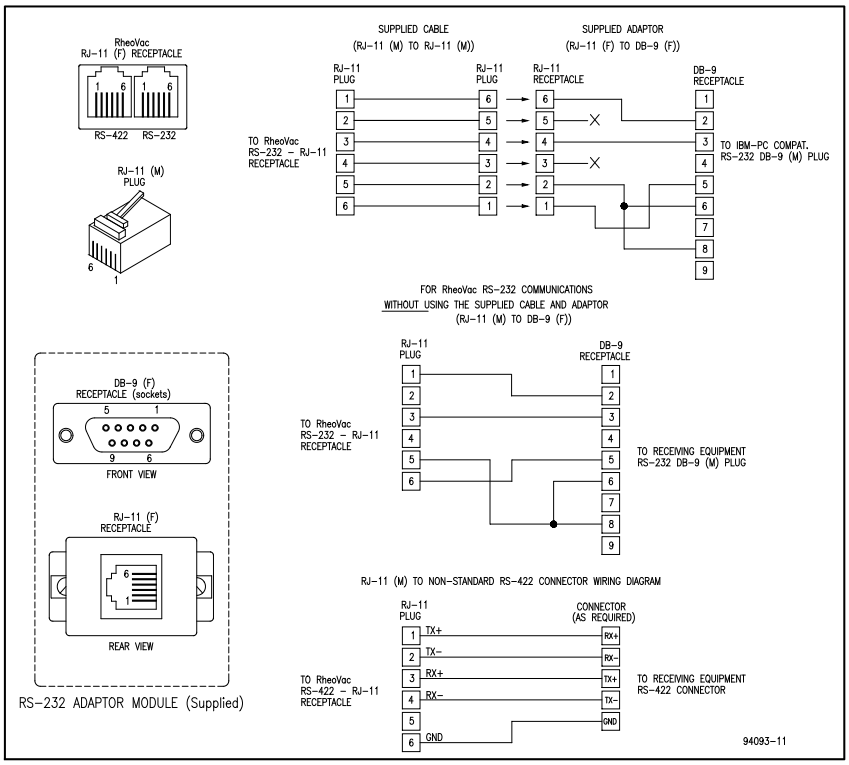

Figure 5: Serial communication interface
1. Transmitter(s) Power/COM: A DeviceNet 5711 cable is used all probe/sensor/4-20mA transmitters. The color code for this cable is: ***RS-485 communications***: white (A), blue (B) and shield (SH); ***power***: 24Vdc, red (+), and black (–).
4. Serial Communication: Connector JP3 on the CPU interface PWA (printed wiring board #08017-1) is the RS-232 and RS-422 serial communication interface. The configuration information for a RJ-11 to DB-9 adapter is shown in Table 1 and Figure 5.